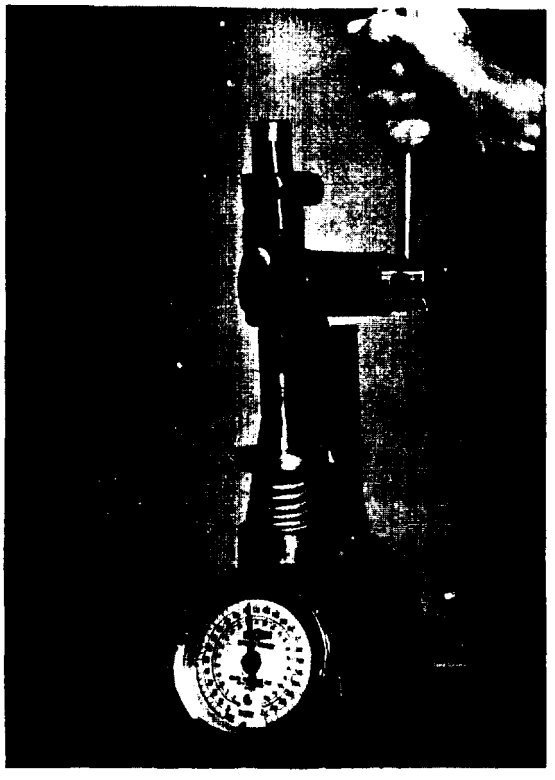

Figure 5-18. Testing Valve Spring
a. Test valve spring pressure and length, using spring tester as shown in figure 5-18. If springs do not meet specifications of Table 6, replace with new spring.